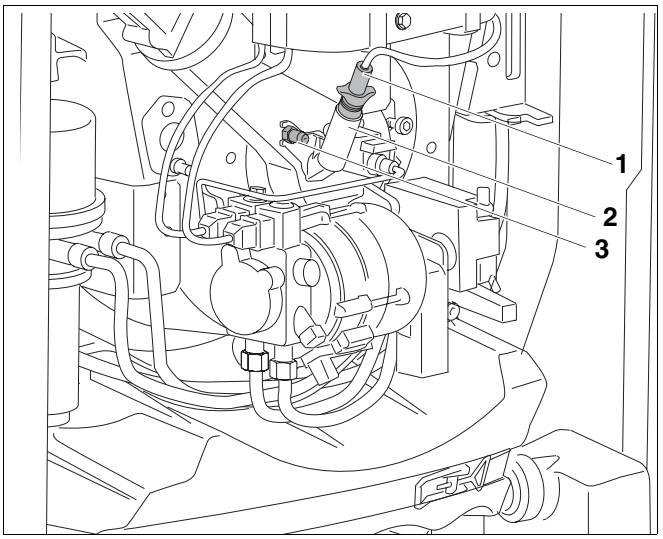

Bild 64 Flammenfühler demontieren
- Flammenfühler (Bild 64, **Pos. 1**) aus Winkelhalter (Bild 64, **Pos. 2**) ziehen.
- Messnippel für statischen Gebläsedruck (Bild 64, **Pos. 3**) abschrauben.